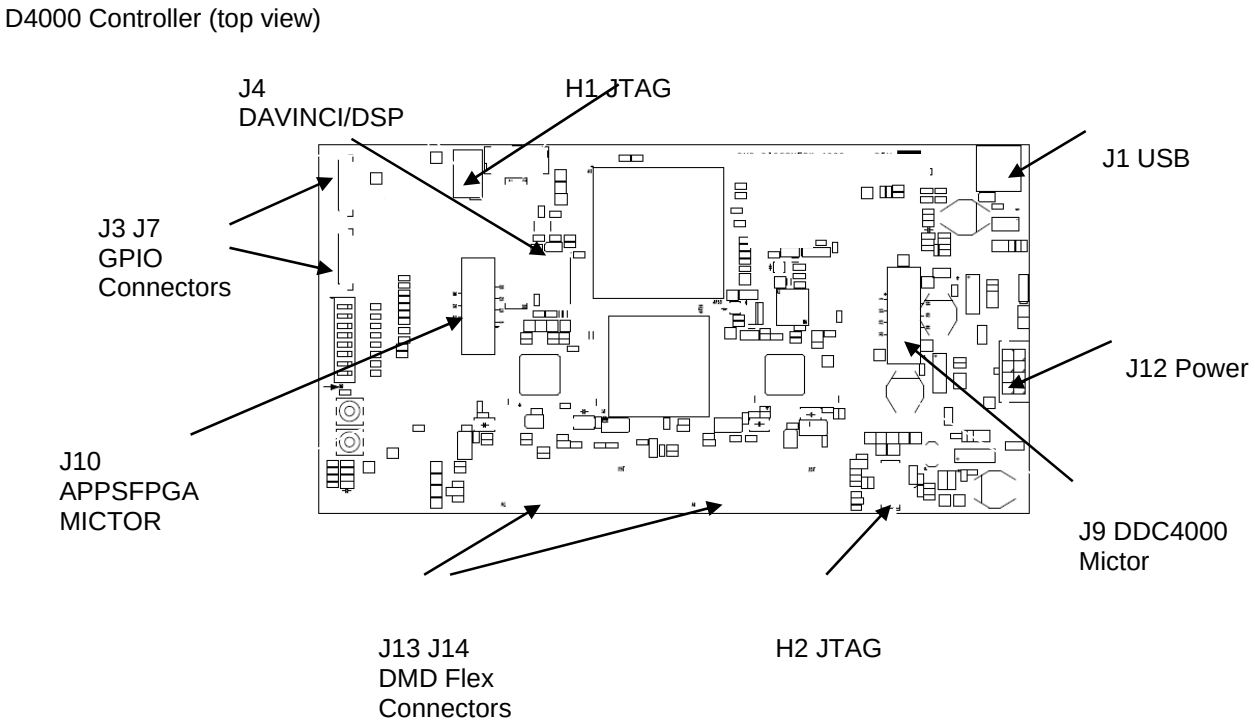
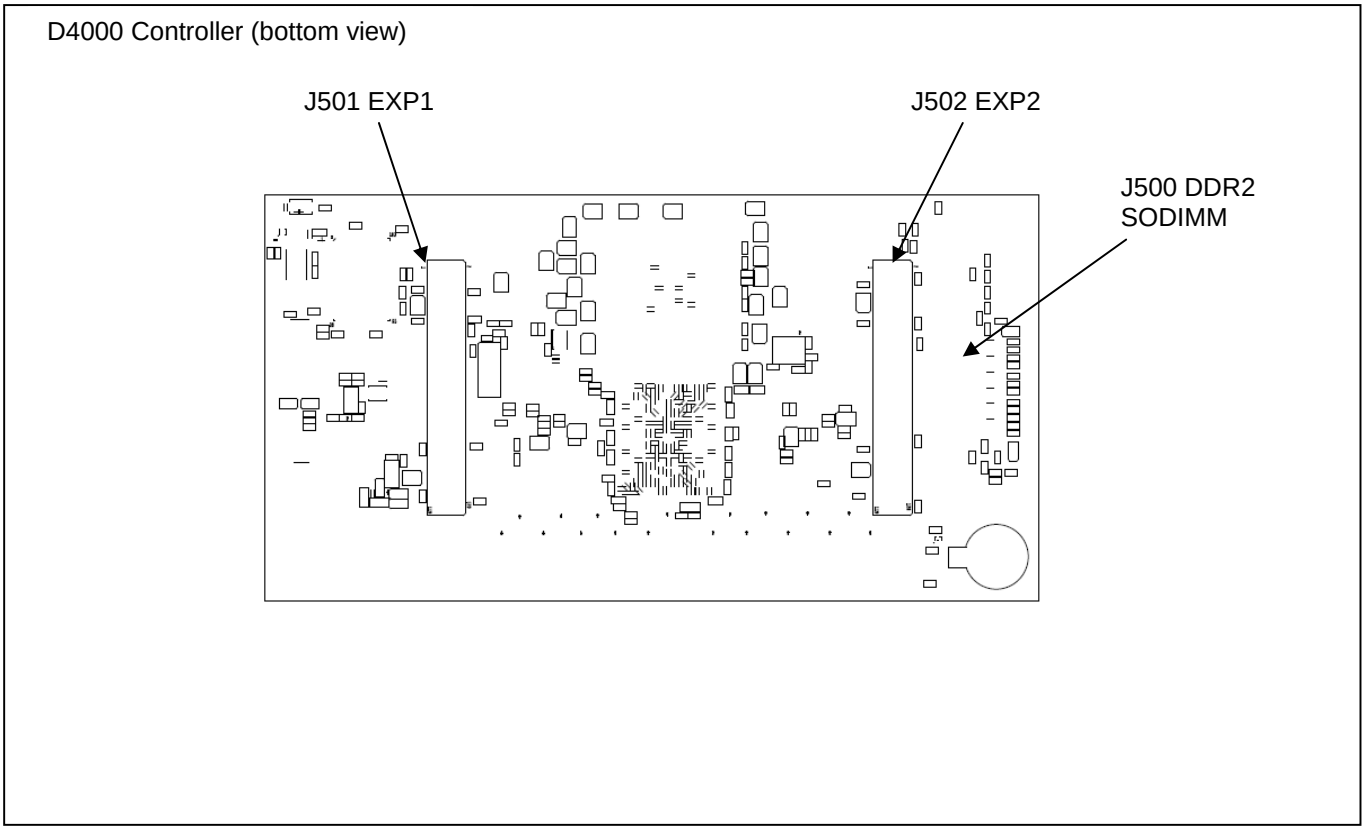

*Figure 4 D4000 Controller Connectors (top view)*
*Figure 5 D4000 Controller Connectors (bottom view)*
*This section describes the use of each D4000 Controller Board external connector and provides pin out information. Figure 4 and Figure 5 show connector locations on the D4000 controller board.*